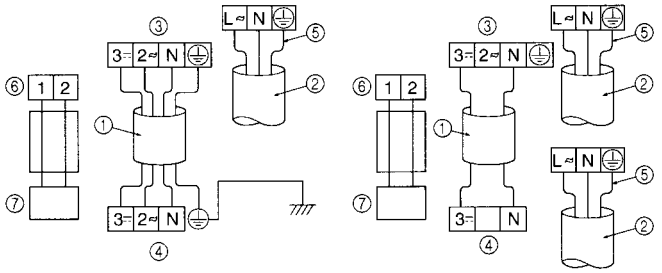

Fig. 7-3
Ⓖ Outdoor unit (Refer to Fig. 7-3)
- Perform wiring as shown in the diagram to the lower left. (Procure the cable locally). (Fig. 7-3)